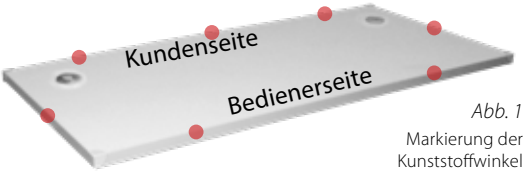

Abb. 1
Schritt 1: Entfernen Sie zunächst die Abdeckkappen der sieben Kunststoffwinkel auf der Unterseite der Arbeitsplatte. (Abb. 1 Markierung beachten)